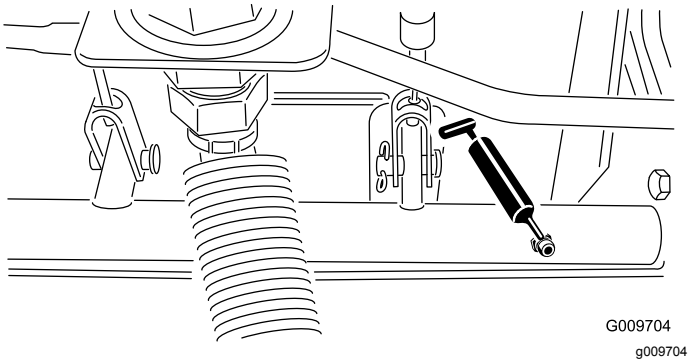

Figuur 48
- Lagers van draaipunt van remas (5) (Figuur 48)